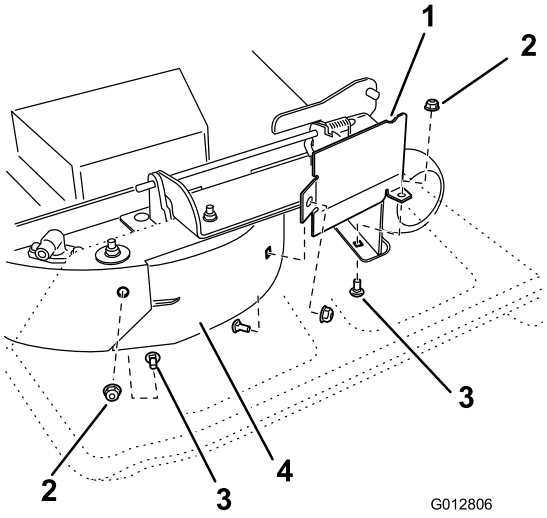

Figur 3
9. Finn kantskjermen blant de i løse delene. Bruk to låseskruer (5/16 x 3/4 tomme) og to låsemuttere (5/16 tomme) på enheten for feste kantskjermen til den høyre kantskjermen og klippeenheten som vist i Figur 3. Stram til festene for hånd.